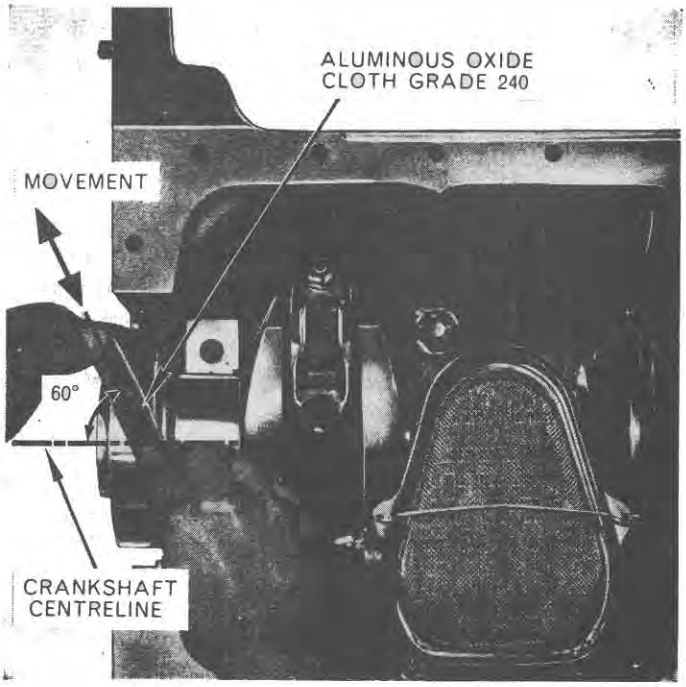

Figure 70
8. The crankshaft rear oil seal journal can be scrolled, working from underneath the engine, or with the engine inverted. Use a $\frac{3}{4}$ in. wide strip of aluminium oxide cloth, Grade 240, to put a reverse scroll on the crankshaft rear oil seal journal. Hold the cloth as shown in Figure 70 and work on the same area until a high polish is obtained on the journal (definite lines should not be apparent to the naked eye). After finishing the accessible area, rotate the crankshaft a little at a time until the complete circumference of the journal has been worked. The lines of the finished job should give the effect of a very fine right-handed thread, and each rubbing should overlap the other.
NOTE: ***It is important that the cloth is held as near as possible to the angle illustrated in Figure 70, otherwise the lines will tend to follow around the circumference rather than across the journal and defeat the object of the scroll.***